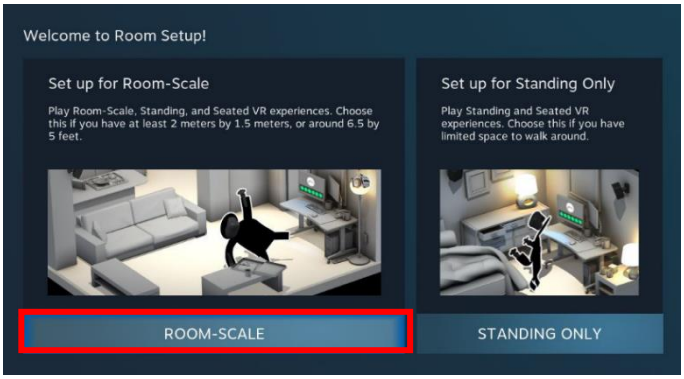

Ilustración 55 Menú Room-Scale para calibración del área del operador.
5. Mientras el operador se quede en la ventana de Start, en la ventana aparecerán diferentes datos sobre el significado de los distintos tipos de símbolos que se muestran en la interfaz, así como también algunos datos curiosos (*Ilustración 55*).